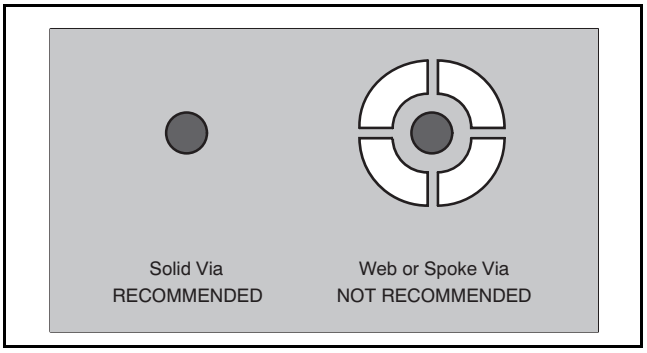

Figure 50. Via Connection Methods
6. When connecting these holes to the internal plane, do not use the typical web or spoke via connection methodology (as Figure 50 shows). Web connections have a high thermal resistance connection that is useful for slowing the heat transfer during soldering operations. This configuration makes the soldering of vias that have plane connections easier. However, in this application, low thermal resistance is desired for the most efficient heat transfer. Therefore, the holes under the PowerPAD package should be connected to the internal plane with a complete connection around the entire circumference of the plated through-hole.